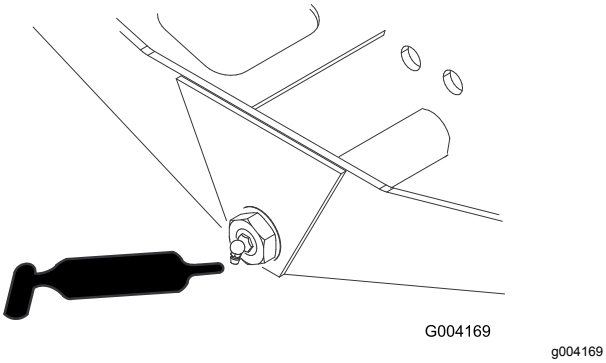

Figur 41
- Axelns styrtapp (1) (Figur 41)